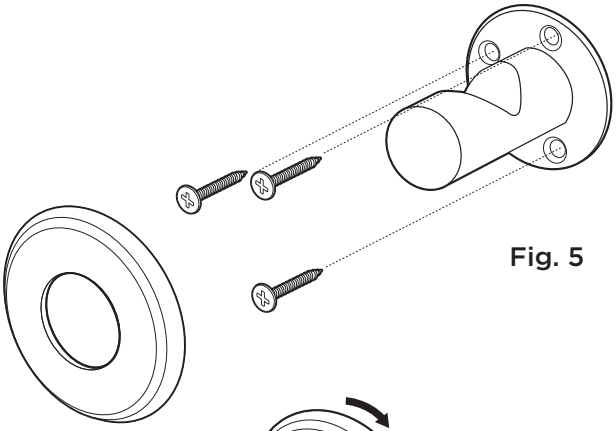

Fig. 5
- Para instalar el gancho de la bolsa, mida 44″ hacia arriba del piso terminado en la ubicación deseada y marque la pared. **Fig. 5**